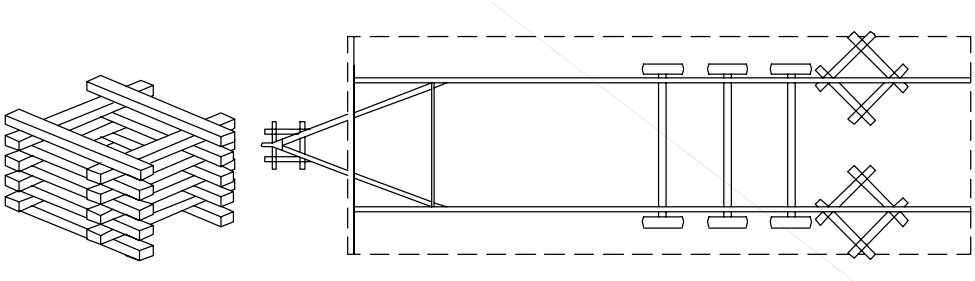

Figure 20. *Stack 4" x 6" by 5' long timbers as shown to form safety timbers. Place safety timbers under home behind axle area and under hitch.*
Utilize proper cribbing. Manufactured homes weigh several tons. No one should be under the home (whether it is moving or stationary) unless proper cribbing is in place (**Figure 20**). Failure to utilize proper cribbing may result in serious injury or death.
- Make sure adequate safety cribbing (**Figure 20**) is in place whenever the home is placed on jacks.
2. **Install cribbing**. Install safety cribbing (**Figure 20**).